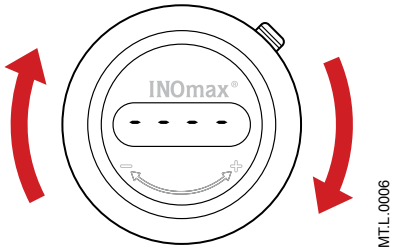

Figure 3-23 INOmeter Display while OFF (cylinder valve closed)
- Four dashes (- - - -) indicate that the INOmeter is turned off (Figure 3-23). This appears for 8 seconds.
When the cylinder valve is closed, the INOmeter displays dashes (see Figure 3-23).